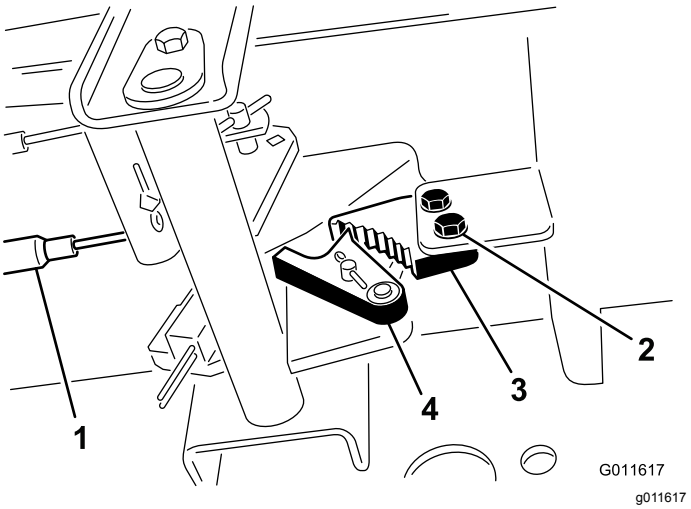

Figur 88
1. Løsn de to skruer, der fastholder parkeringsbremsepedalen på stellet (Figur 88).
2. Tryk parkeringsbremsepedalen frem, indtil parkeringsbremselåsen kobler helt ind på bremsepedalen (Figur 88).